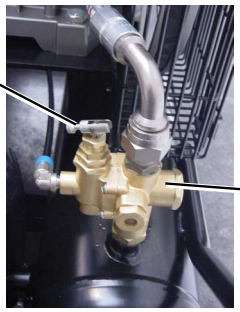

fig.4
B) When the toggle is in the upright position, all air from this compressor is vented through the discharge muffler (fig.4). This gives an easy start feature. For normal operation, the toggle is in the 90° position.